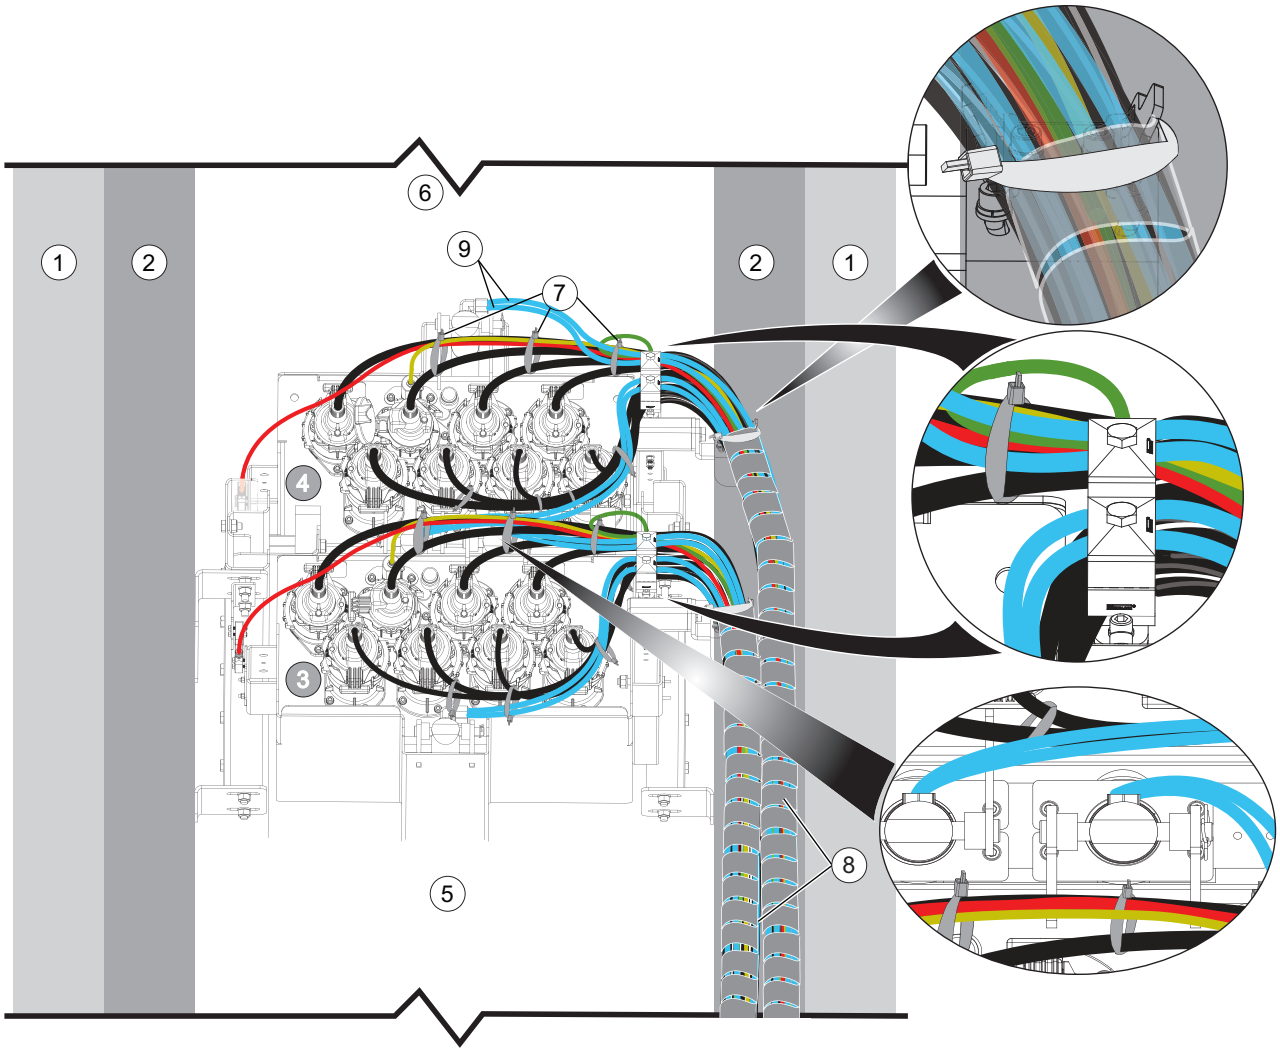
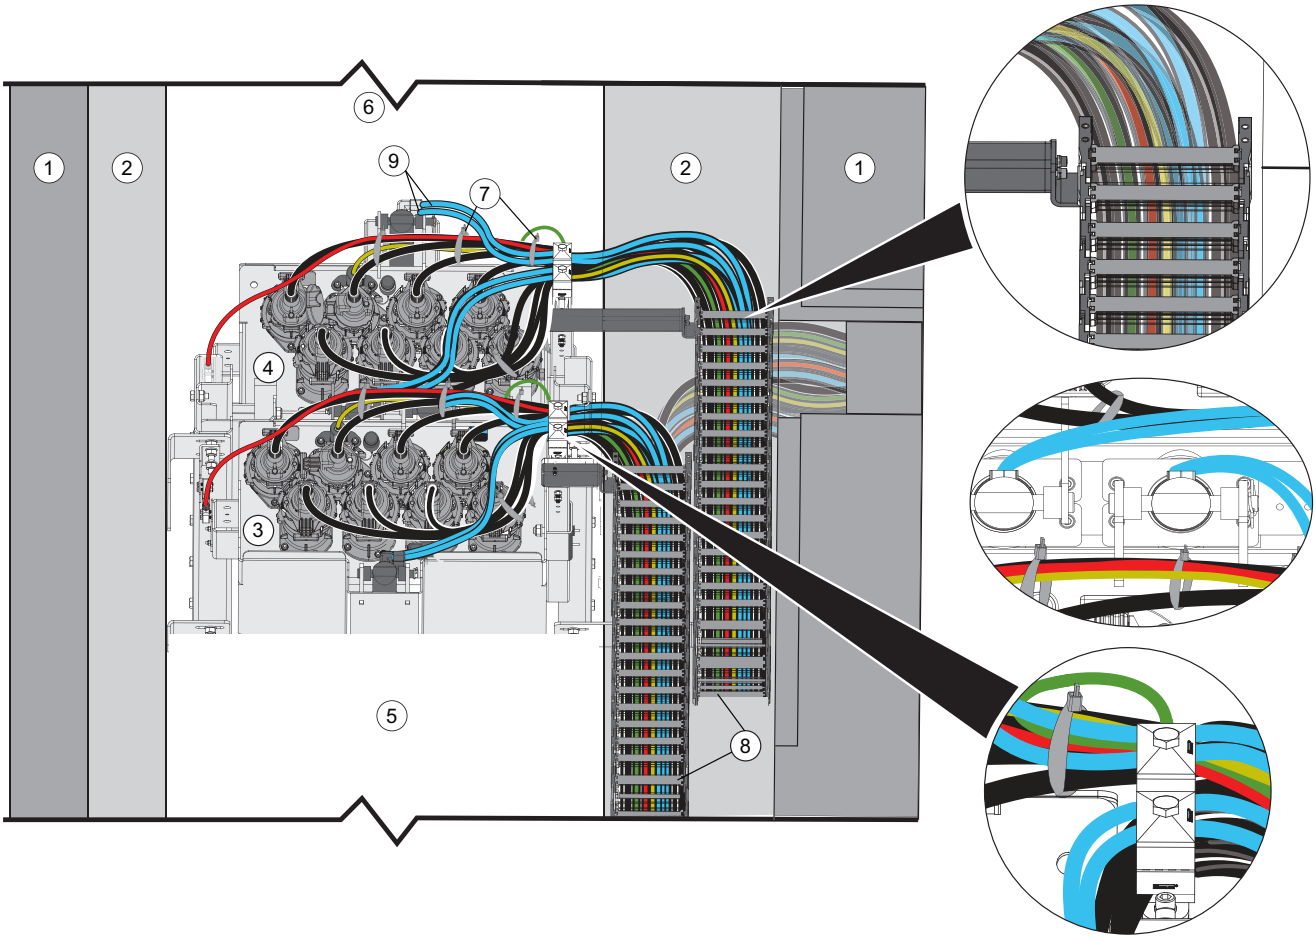
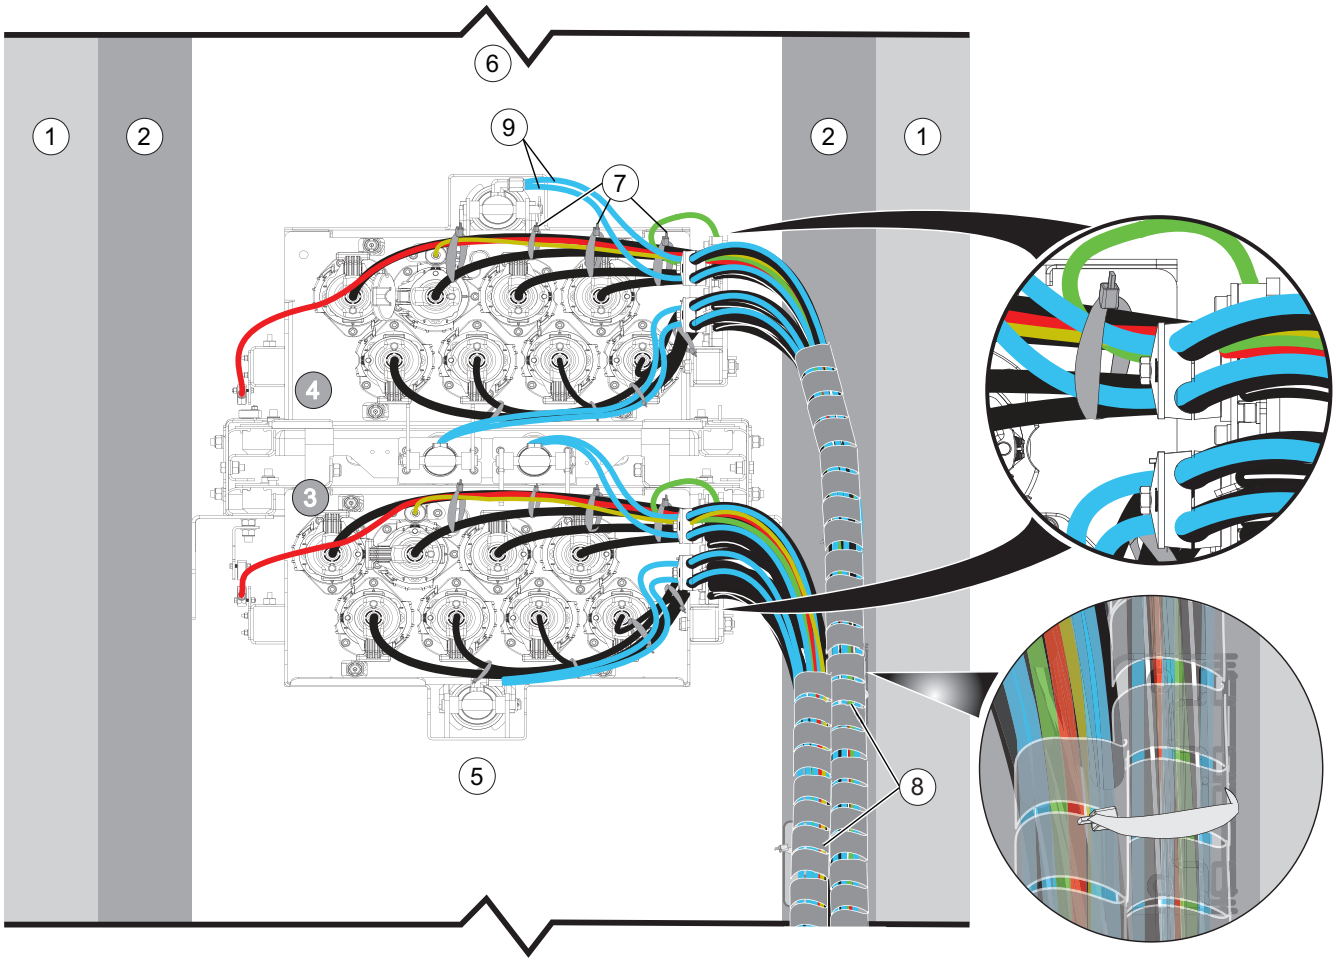

Figure 10 Cable Routing through Standard Bracket Assemblies - Spiral Wrap
Figure 11 Cable Routing through Standard Bracket Assemblies - Cable Track
Figure 12 Cable Routing through Deep Channel Bracket Assemblies - Spiral Wrap
4. Refer to Figures (Figure 10, Figure 11 and Figure 12).